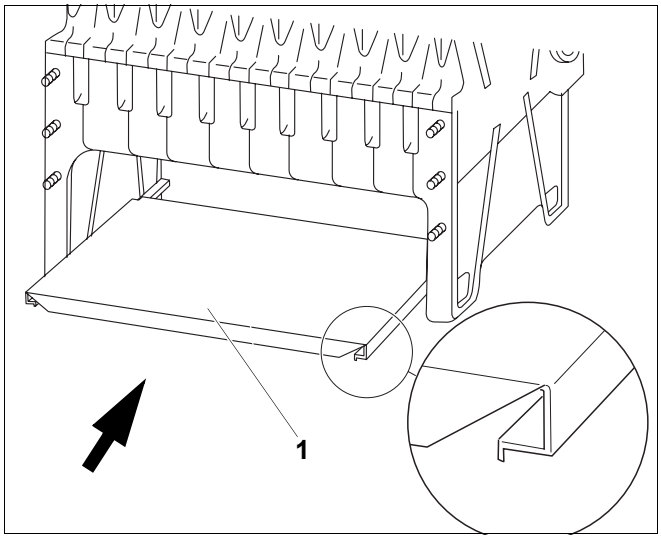

Rys. 38 Wsunięcie blachy dennej
- Wsunąć blachę denną (rys. 38, **poz. 1**) do komory spalania, stroną otwartą do dołu.